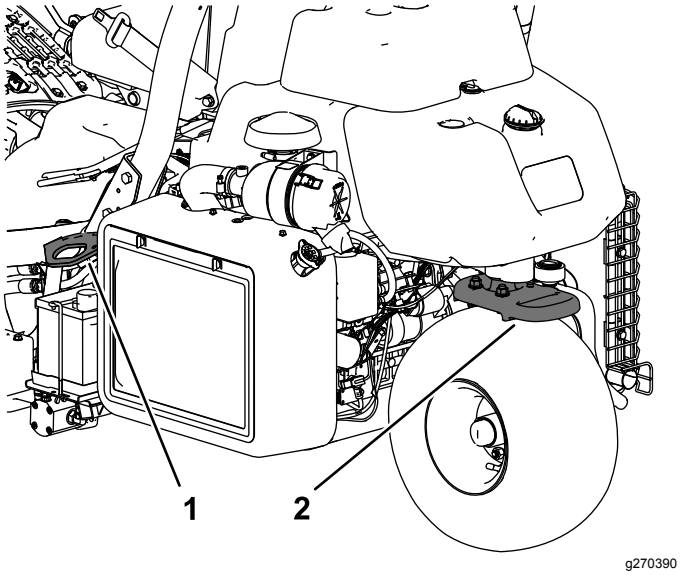

Rysunek 24
- Bezpiecznie przywiąż maszynę za pomocą pasów, łańcuchów, kabli lub lin. Zarówno przednie, jak i tylne pasy powinny być skierowane w dół i na zewnątrz od maszyny (Rysunek 24).